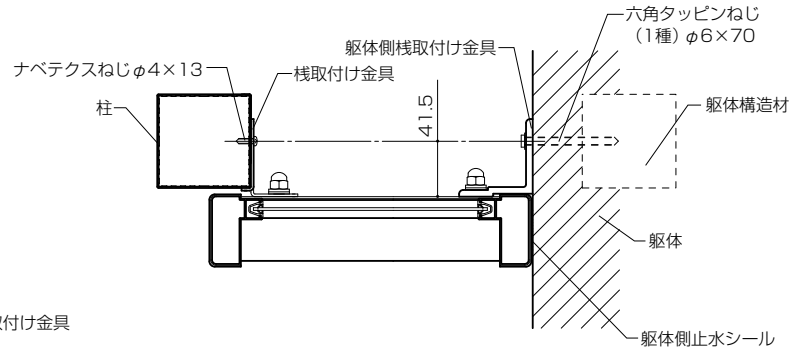

図4
※②を水平に保ちながら、③で位置決めしたところと交わるところが躯体側桟取付け金具の取付け位置です。（図4、図6）
●タッピンねじは柱・間柱・胴差しなどの構造材に必ず止めてください。躯体位置が分からない場合、および躯体が強度保持できない場合は取付けないでください。（図4）